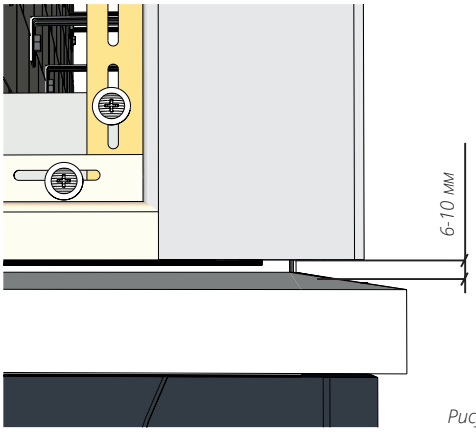

*Рисунок 10*
**6.6** Все подрезы доборных элементов в местах примыкания к металлическим отливам, в верхней или нижней части отлива, должны быть параллельны углу наклона отлива (рис. 10).